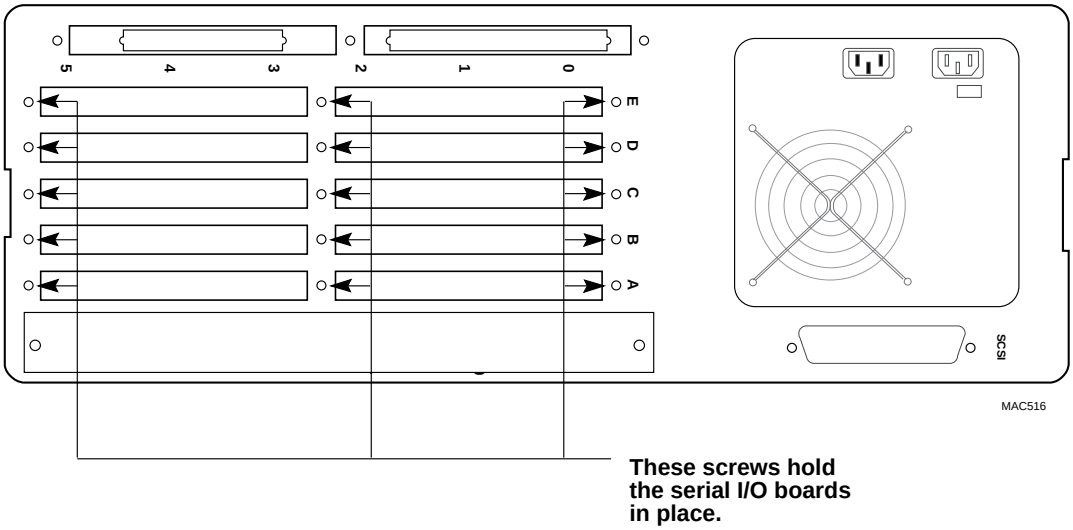

Figure 12
2. Figure 12 shows the screws used to hold both the filler panels and the serial I/O boards in place.